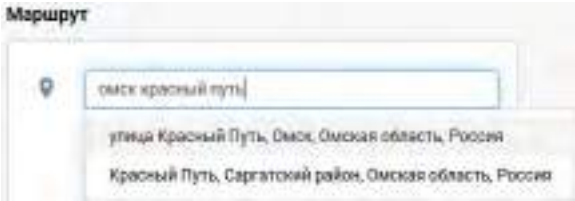

Рис. 196. Указание адреса
2) Задать адрес с помощью интерактивного поля. Для оперативного указания адреса необходимо указать город, улицу и номер дома. Во время набора адреса система будет предлагать пользователю наиболее подходящие варианты (см. Рис. 196):